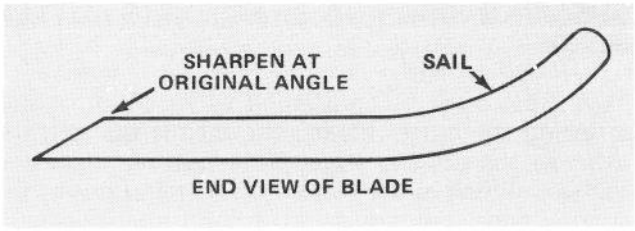

Figure 21
3. Inspect cutting edges of all blades. Sharpen the cutting edges if they are dull or nicked. Sharpen only the top side of the cutting edge and maintain the original cutting angle to make sure of sharpness (Fig. 21). The blade will remain balanced if same amount of metal is removed from both cutting edges.